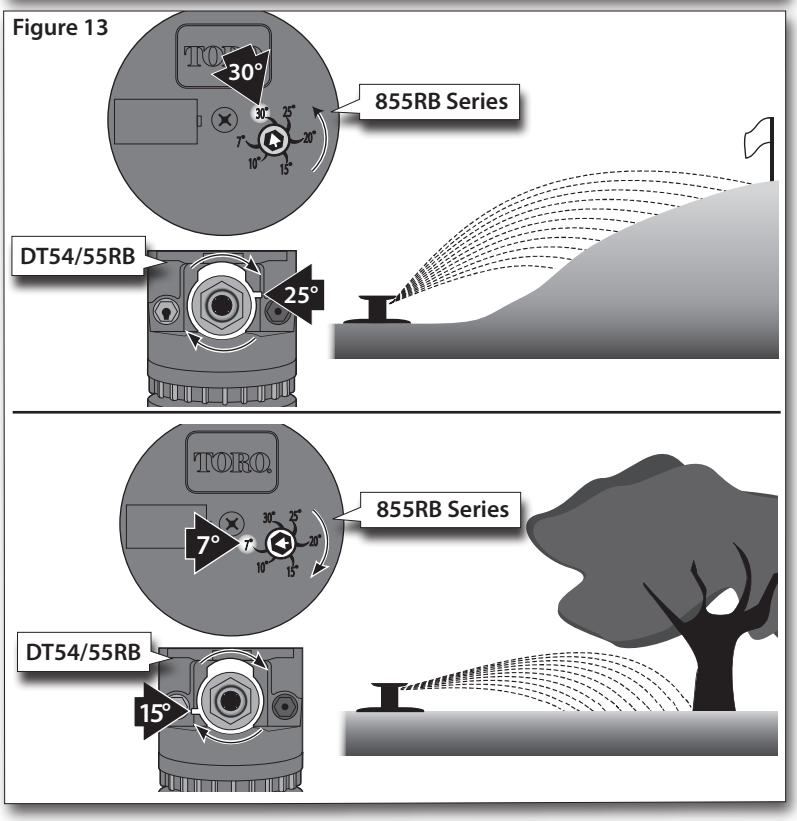

Figure 13
2. Rotate the main nozzle assembly clockwise to orient the indicator tab to the 15° or 25° trajectory position as shown in **Figure 13**.
1. Turn the trajectory adjustor left to increase, or right to decrease angle. See **Figure 13**.